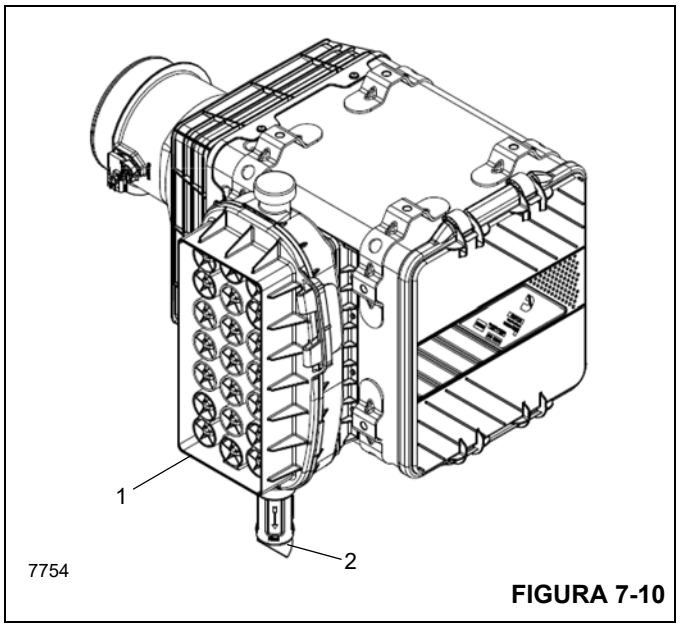

FIGURA 7-10
El prefiltro (1) (Figura 7-10) impide que los desechos grandes entren en el filtro de aire y debe limpiarse periódicamente, en especial si se trabaja en condiciones de mucho polvo. Quite la mitad superior del prefiltro soltando los dos pestillos que están a los lados del prefiltro. Retire todos los desechos del interior del prefiltro y vuelva a armarlo.